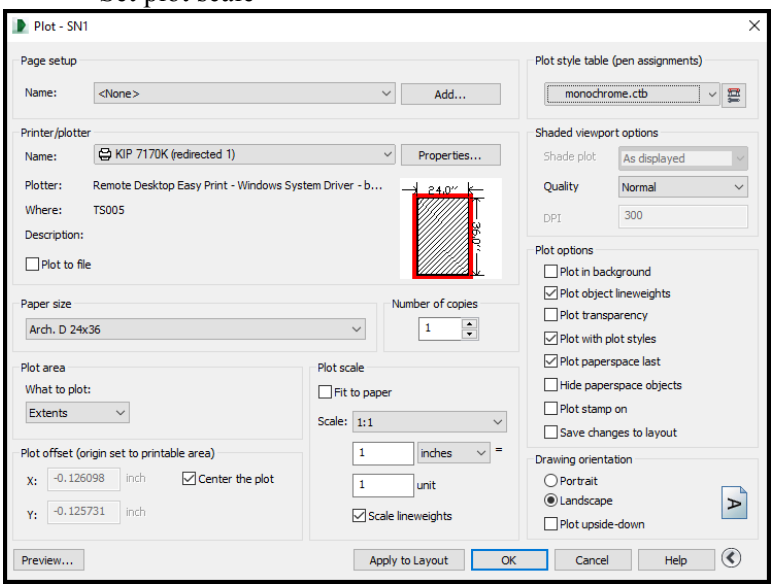

Figure 4.4. plot print window.
5. Change the following setting as shown in Figure 4.4.